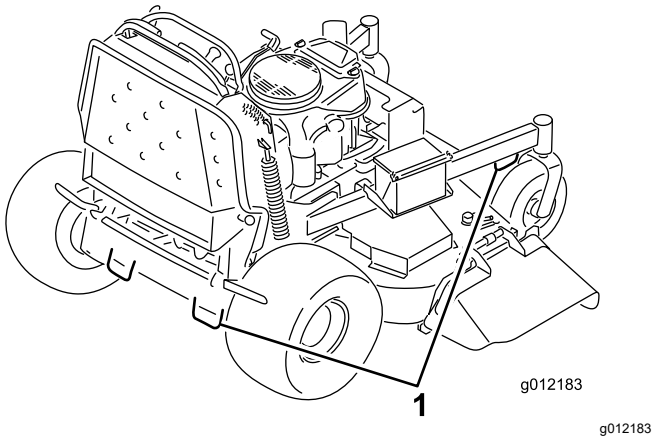

Bild 30
7. Vergurten Sie die Maschine in der Nähe der vorderen Laufräder und der hinteren Stoßstange mit Riemen, Ketten, Kabeln oder Seilen (Bild 30). Ziehen Sie in Bezug auf Anforderungen für Befestigungen geltende Vorschriften zurate.